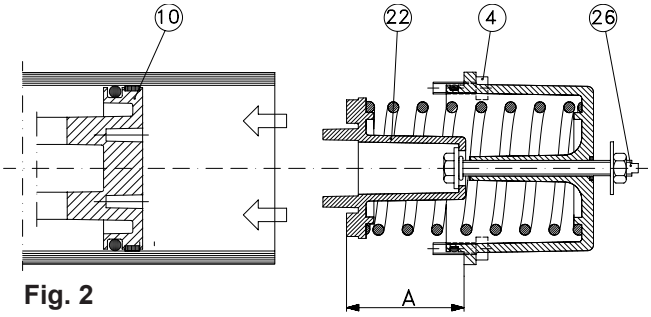

Fig. 2
5. Vérifi er que le ressort est correctement pre-serré d'aprés la table 1 et la Figure 2.
6. Le guide-ressort (22) est centré par rapport au piston à l'aide de 2 chevilles-guides.
7. Pour les modèles 230-280, les unités SR doivent être tournées de sorte qu'au moins l'un des trois points d'appui soit situé entre les bossages du pistons (10).
9. Monter les vis (4) de fixation. Lors du serrage des vis, la force des ressorts se transmet de la vis de serrage (26) à ces vis.